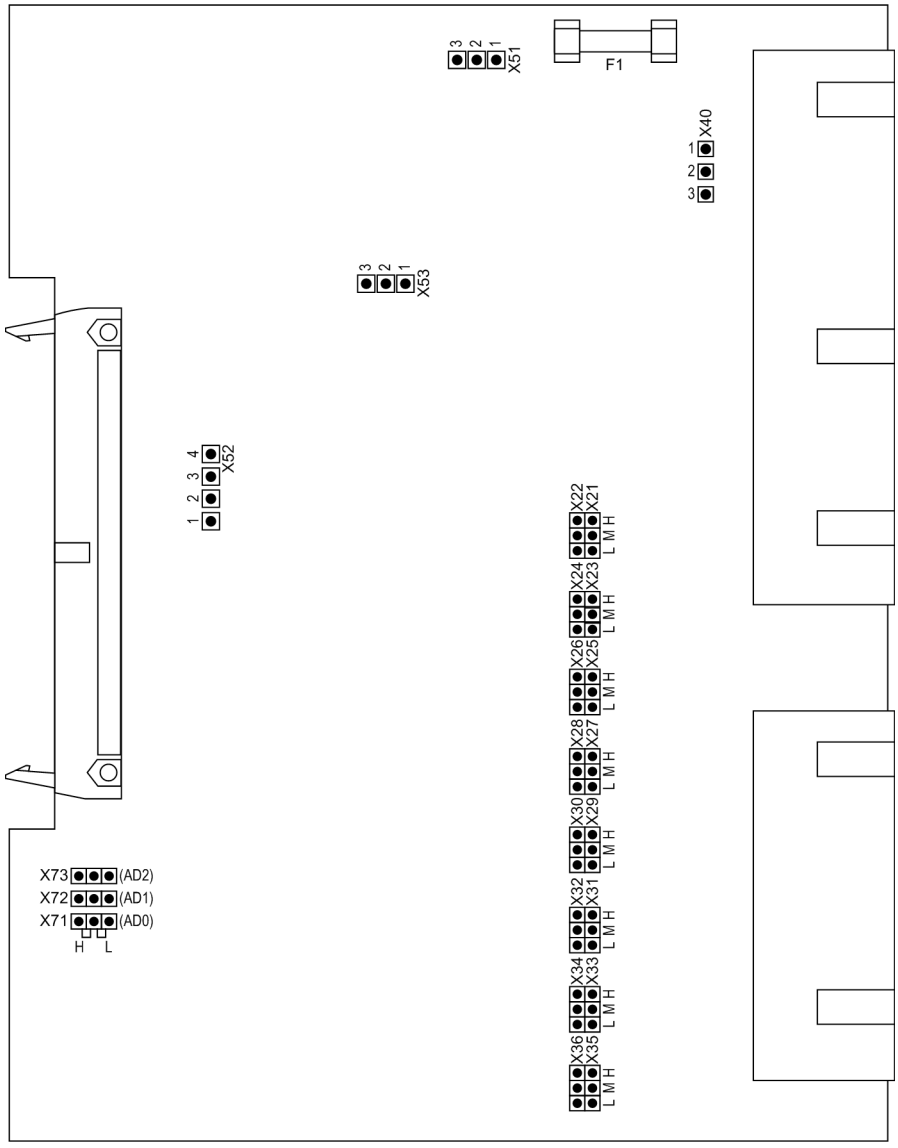
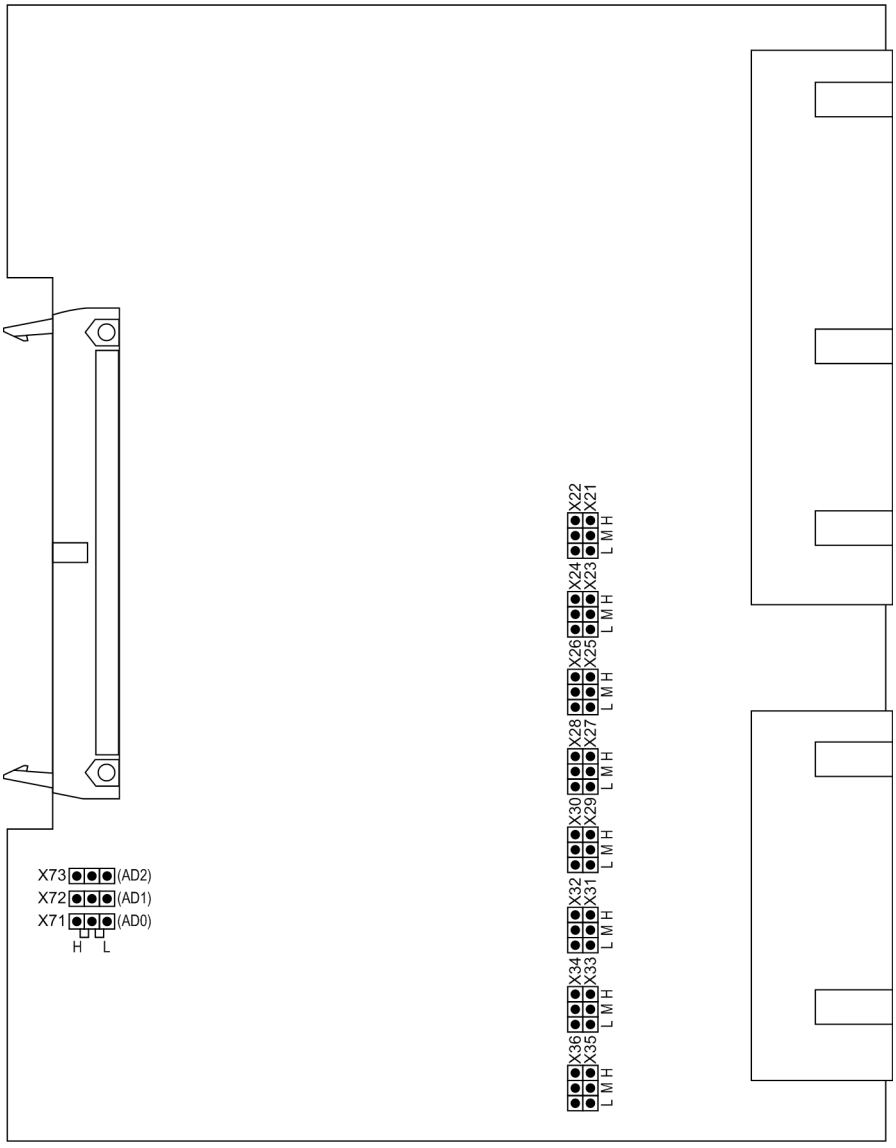
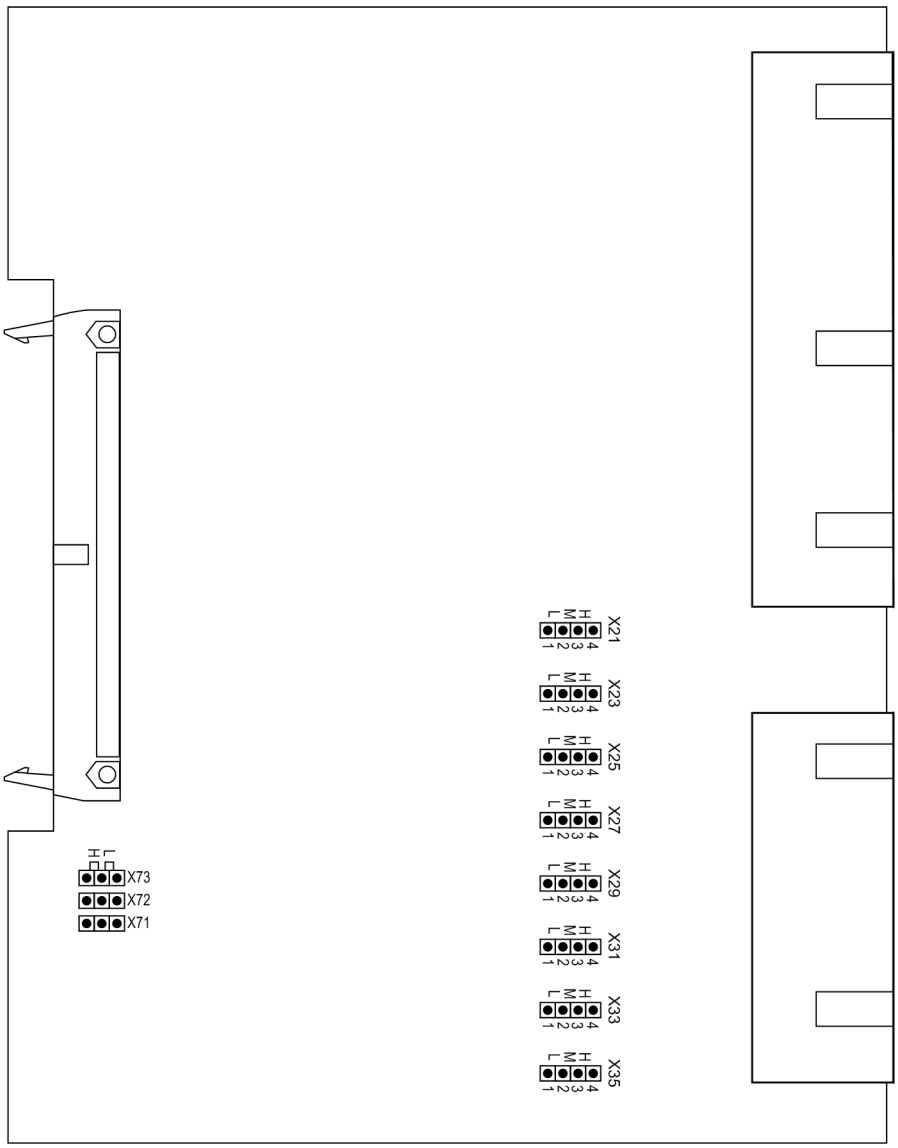

Figure 3-5 Input/output board C-I/O-1 with representation of the jumper settings required for checking configuration settings
Figure 3-6 Input/output board C-I/O-10 up to release 7SA522 .../EE with representation of the jumper settings required for checking configuration settings
Figure 3-7 Input/output board C-I/O-10 release 7SA522.../FF or higher, with representation of jumper settings required for checking configuration settings
- Check the jumpers according to Figures 3-5 to 3-8, 3-12 to 3-14 and the following information. Change or remove the jumpers if necessary.
The layout of the PCB for the input/output board C-I/O-1 is shown in Figure 3-5, that of the input/output board C-I/O-10 up to release 7SA522.../EE in Figure 3-6 and that of input/output board C-I/O-10 for release 7SA522.../FF and higher in Figure 3-7.